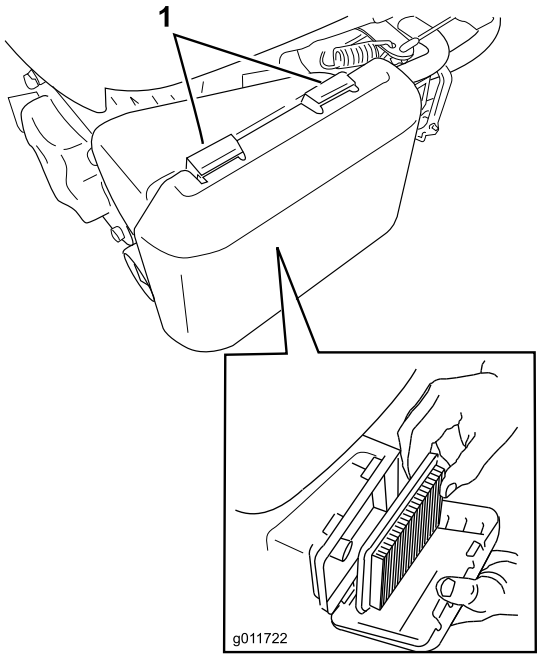

Figuur 20
1. Druk de lippen van de vergrendeling op de bovenzijde van het luchtfilterdeksel omlaag (Figuur 20).
3. Verwijder het papierelement en het schuimelement (Figuur 20).